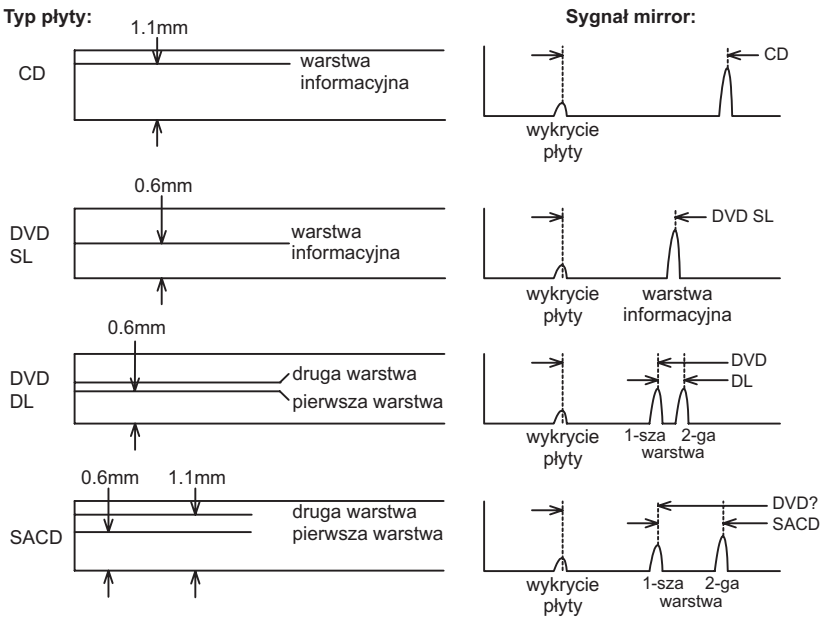

Rys.19. Rozpoznawanie rodzaju płyty.
- ***Mirror*** - na tym wyjściu pojawia się napięcie (rys.19), gdy światło odbite od płyty przekracza wartość progową. Światło odbite jest tym silniejsze im bliżej jest punktu ogniskowania,